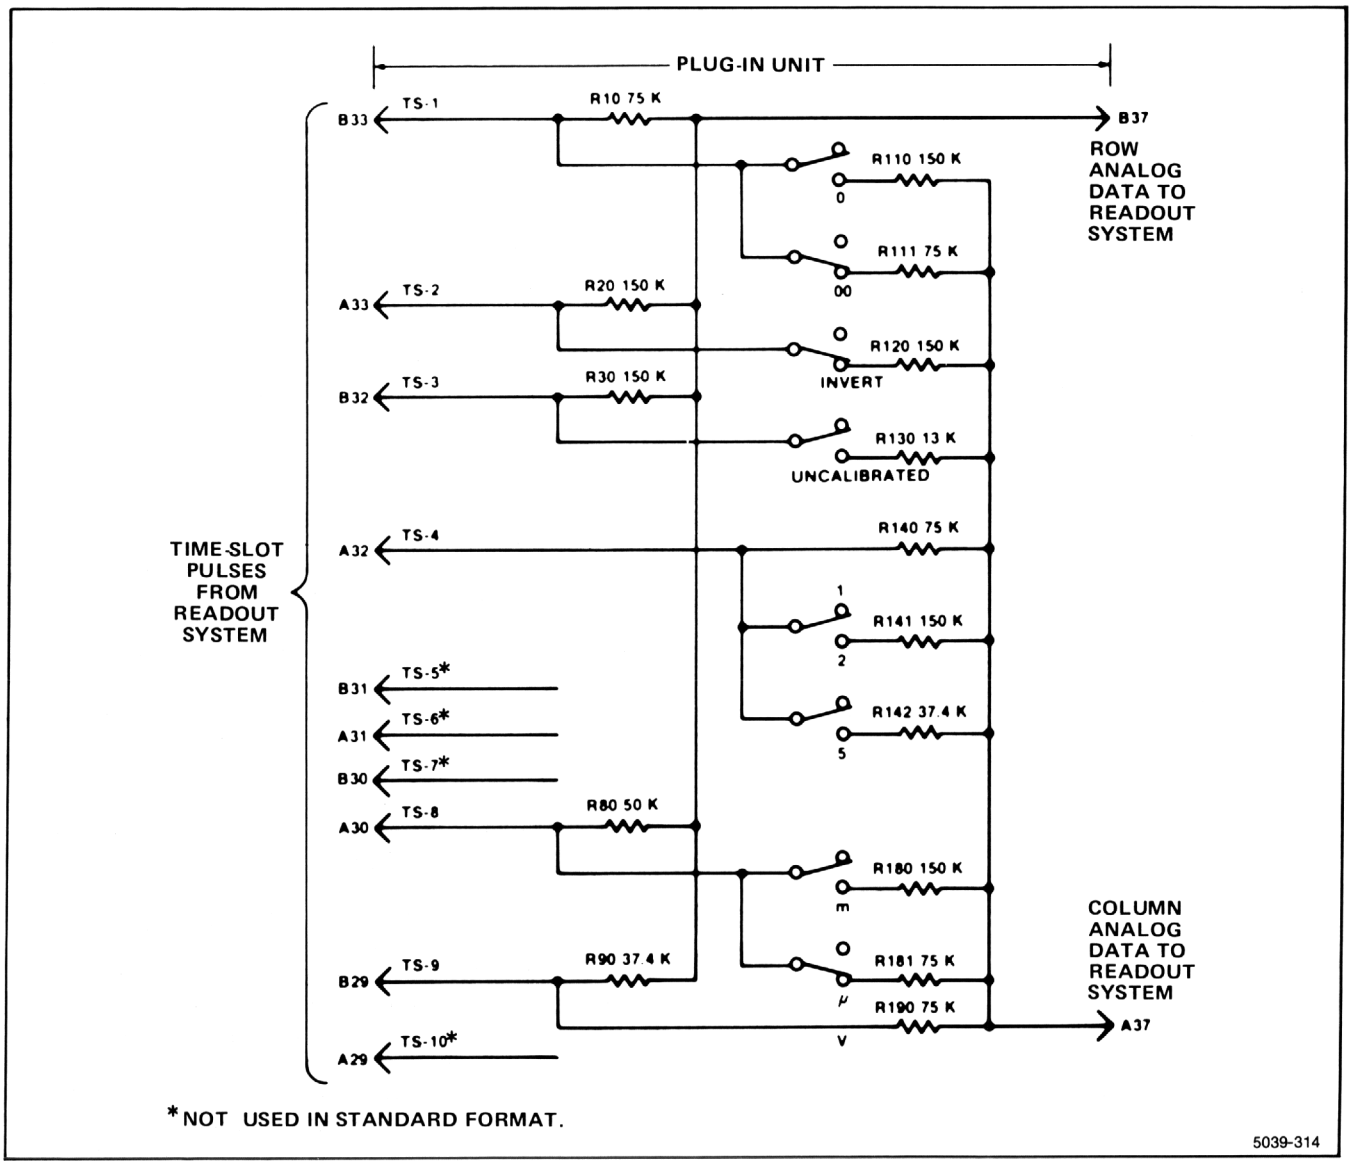
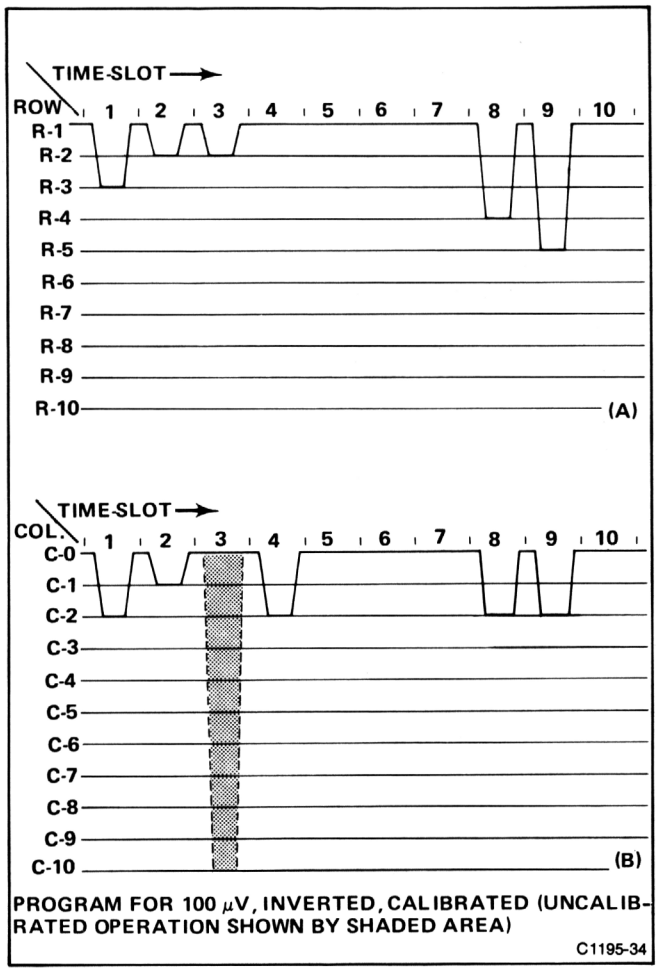

**Figure 3-19. Typical encoding scheme for voltage-sensing plug-in unit. Coding shown for deflection factor of 100 microvolts.**
**Figure 3-20. Idealized current waveforms of a) Row analog data and b) Column analog data.**
14). Each character requires two currents to define it; these currents are identified as the column current and the row current, corresponding to the column and row of the matrix. The column and row data is encoded by the programming the plug-in units. Figure 3-19 shows a typical encoding scheme using resistors for a voltage-sensing amplifier plug-in unit. Notice that the 10 TS (time slot) pulses produced by the Time-Slot Counter stage are connected to the plug-in unit. However, time-slots 5, 6, and 10 are not used by the plug-in unit to encode data when using the Standard Readout Format. (See Table 3-2 for Standard Readout Format.) The amplitude of the time-slot pulse is exactly −15 volts as determined by the Timer stage. Therefore, the resultant output current from the plug-in units can be accurately controlled by the programming resistors in the plug-in units.
For example, in Figure 3-19 resistors R10 through R90 control the row analog data, which is connected back to the Readout System. Figure 3-20 shows an idealized output current waveform of row analog data, which results from the time-slot pulses. Each of the row levels of current shown in these waveforms correspond to 100 microamperes of current. The row numbers on the left-hand side of the waveform correspond to the rows in the Character Selection Matrix (see Fig. 3-14). The row analog data is connected back to the Readout System via terminal B37 of the plug-in interface.
Resistors R110 through R190 determine the column analog data. The program resistors are connected to the time-slot lines by switch closures to encode the desired data. The data, as encoded by the circuit shown in Figure 3-19, indicates a 100 microvolt sensitivity with the crt display inverted and calibrated deflection factors. This results in the idealized output current waveforms shown in Figure 3-20 at the column analog data output, terminal A37 of the plug-in interface.
In the above example, the row analog data was programmed to define which row of the Character Selection Matrix was addressed to obtain information in each time-slot. The column data changes to encode the applicable readout data as the operating conditions change. For example, if the variable control of the plug-in unit was activated, R130 would be connected between time-slot 3 and the column analog data output line. This encodes 10 units of column current (see shaded area in time-slot 3 of the waveform shown in Fig. 3-20). Since one unit of row current is also encoded during this time-
The column analog data encoded by most plug-in units can be modified by attenuator probes connected to the input connectors of amplifier plug-in units. A special coding ring around the input connector of the plug-in unit senses the attenuation ratio of the probe (with readout-encoded probes only). The probe contains a circuit that provides additional column current. For example, if a 10X attenuator probe is connected to a plug-in unit encoded for 100 microvolts as shown in Figure 3-19, an additional unit of current is added to the column analog data during time-slot 1. Since two units of current were encoded by R111, this additional current results in a total of three units of column analog current during this time-slot. Referring to the Character Selection Matrix, three units of column current, along with the two units of row current encoded by R10, indicates that the prefix should be shifted one column to the left. Since this instruction occurs in the same time-slot that previously indicated that two zeros should be added to the display and only one instruction can be encoded during a time-slot, the zeros do not appear in the display. The crt readout will now be changed to 1 mV (readout program produced by plug-in same as for previous example).
Finally, another memory within U3401 is interrogated during time-slot 8 to obtain information on whether the prefix should be changed, or left at the value that was encoded. If data has been encoded that calls for a shift in prefix, a negative-going output level is produced at pin 7. This negative level subtracts one unit of column current from the data at the input to the Column Decoder. Notice on the Character Selection Matrix of Figure 3-14 that when row 4 is programmed, a reduction of one column results in a one-column shift of the prefix. For example, with the 100 $\mu$V program shown in Figure 3-19, if the data received from the plug-in unit called for a shift in prefix, the crt readout would be changed to 1 mV (zeros deleted by program; see Encoding the Data).